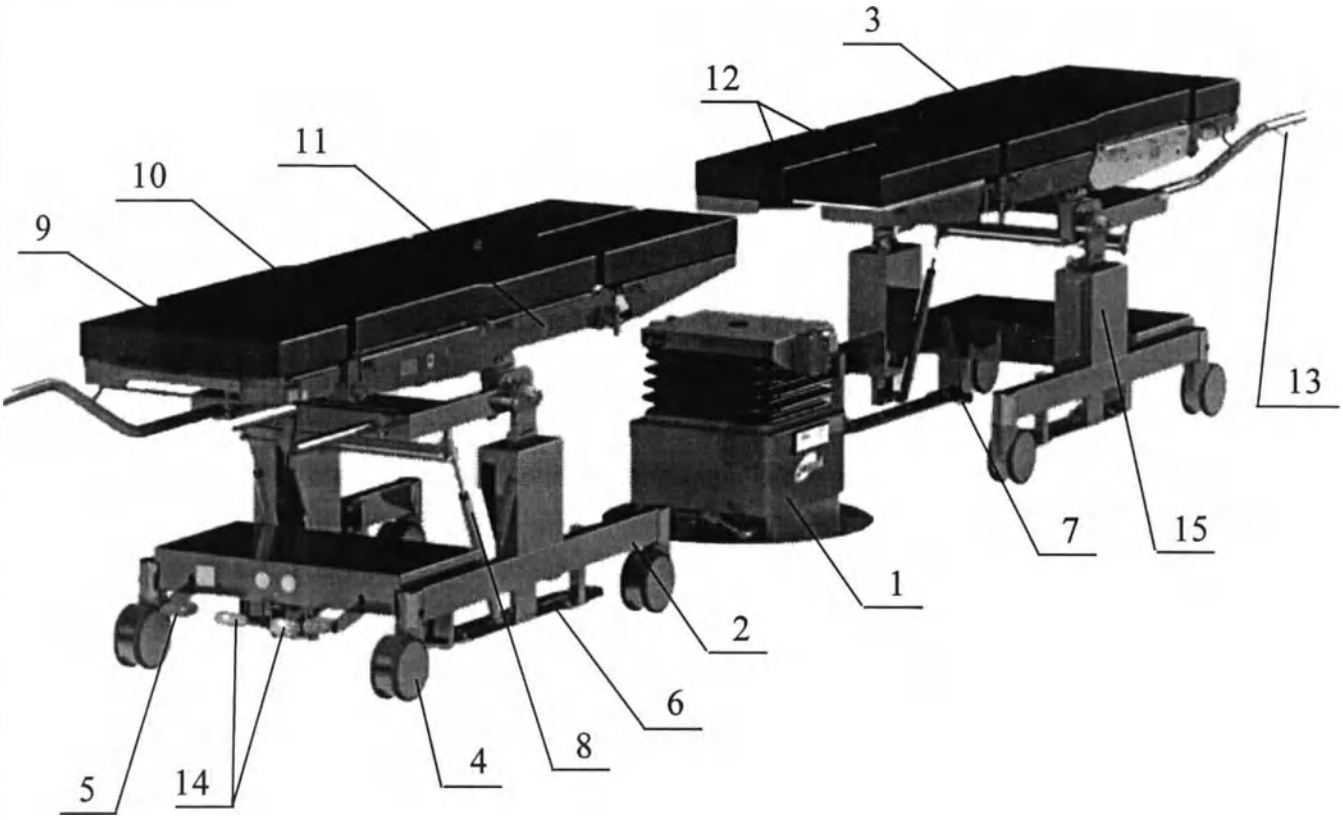

Рисунок 1.
6.1 Стол операционный системный со сменными панелями (Рисунок 1) представляет собой систему, состоящую из тумбы 1, тележки для транспортирования панели 2 и съемнной панели 3. Данная система позволяет организовать работу операционного блока, значительно повысив его пропускную способность.
Таблица 4. Описание элементов стола согласно рис. 1
Универсальная панель стола состоит из секций: головной 9, спинной 10, центральной тазобедренной) 11 и ножной 12 (Рисунок 1). Ножная секция состоит из двух частей – правой и левой.
Тележка для транспортирования панели, состоит из рамы, колесных опор 4 (Рисунок 1) диаметром 150 мм, центрального тормоза 5, подъёмного механизма 16 с механо-гидравлическим приводом 15 (для тележки с подъемом), позволяющим регулировать высоту тележки от 685 до 920 мм.
Направляющие 6 и регулируемый упор 7 (Рисунок 1) предназначены для стыковки с тумбой при перекладывании панели с тележки на тумбу или с тумбы на тележку.
Для удобного перемещения тележки по прямой траектории необходимо выставить адние колеса (со стороны ручек) вдоль тележки и перевести педаль центрального 5 (Рисунок 1) ормоза вверх, зафиксировав направление колес.